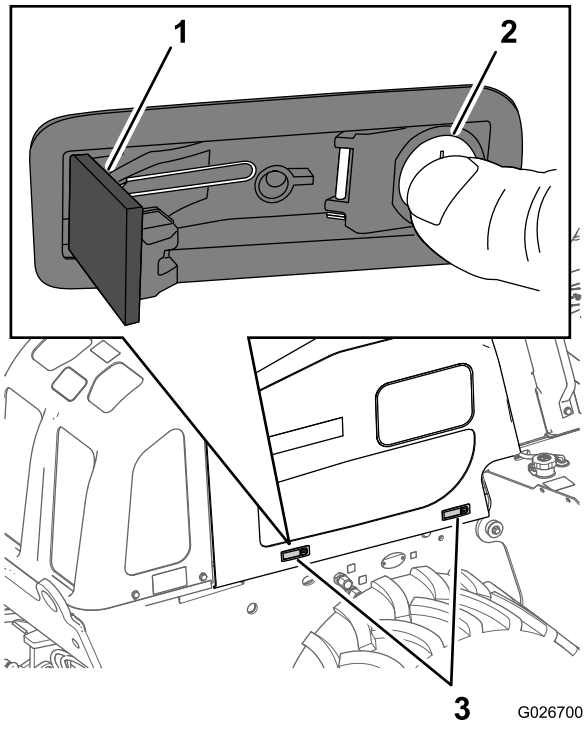

Bild 59
3. Drücken Sie den Tastenteil jedes Riegels nach unten – der Teil des Riegels inkl. des Schlosszylinders (Bild 59).
4. Drücken Sie die Hebelklinke nach innen, um den Riegel einzurasten (Bild 59).